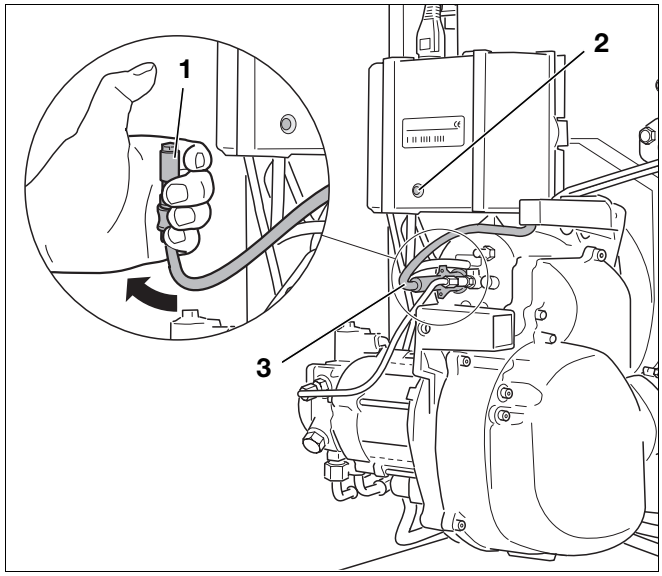

Rys. 27 Sprawdzenie prawidłowości działania czujnika płomienia
- Przy działającym palniku wyjąć czujnik płomienia za uchwyt (Rys. 27, **Poz. 3**).
- Przytrzymać czujnik płomienia, poddając go działaniu światła (Rys. 27, **Poz. 1**). Po ponownym rozruchu powinno nastąpić wyłączenie awaryjne.
- Odczekać ok. 30 sekund i odblokować automat palnikowy, naciskając przycisk odkłócający (Rys. 27, **Poz. 2**).